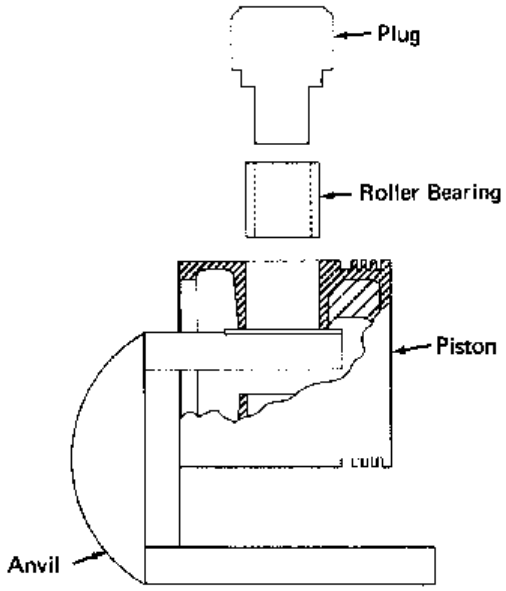

Fig. 19 - Roller Bearing Installation
6. Place piston over anvil, Fig. 19, locating piston pin boss approximately in the center of the three countersunk screws in the top of the anvil.